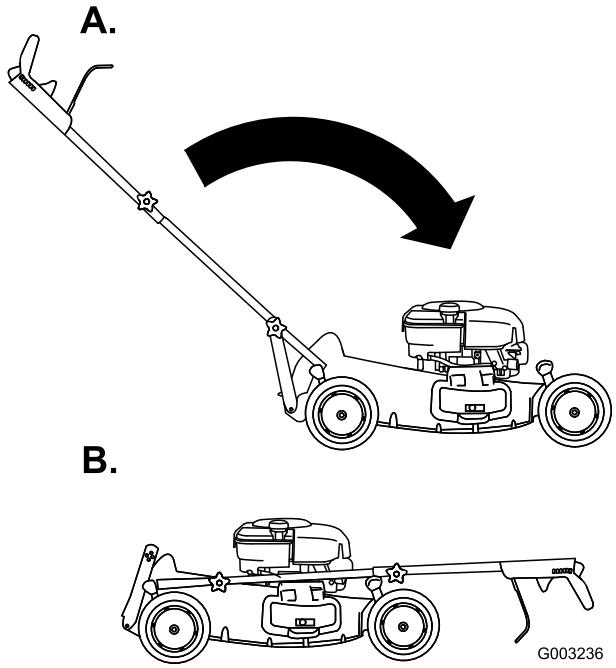

Figura 41
3. Doble el manillar hacia adelante (Figura 41).